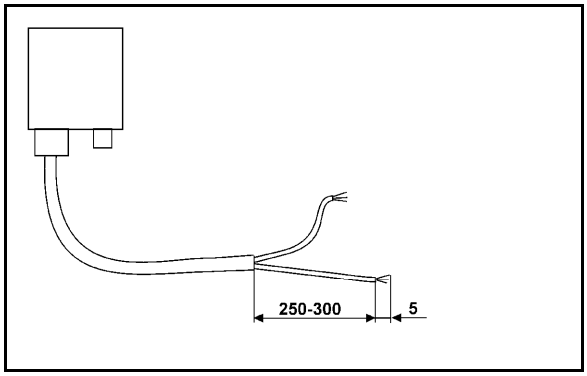

Fig. 3
Example: (Fig. 3/6)
- Figure 3
3. Strip the cable end (Fig. 3) approx. 250 to 300 mm.
→ Strip the cable ends (Fig. 3) individually 5 mm.